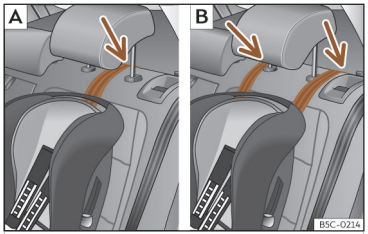
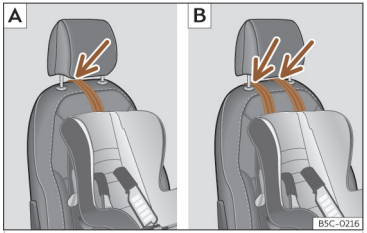

Abb. 44 Rücksitze: Einstellung und Einbau unter Verwendung des Top Tether-Gurts.
Abb. 45 Beifahrersitz: Einstellung und Einbau unter Verwendung des Top Tether-Gurts.
- Führen Sie den Gurt unter der Kopfstütze durch (in Abhängigkeit der Gebrauchsanweisungen des Kindersitzes ggf. Kopfstütze anheben oder entfernen) ››› (Abb. 44) , ››› (Abb. 45).